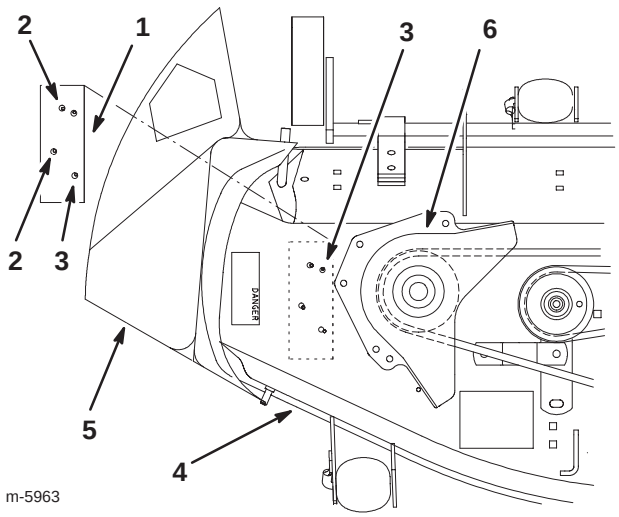

Bild 12
2. Entfernen Sie den vorhandenen Riemenschutz (Bild 12).
3. Legen Sie die Schablone Nummer 1 oben auf das Mähwerk und richten Sie die Schablone durch Ausrichtung mit den bestehenden Löchern im Mähwerk aus (Bild 12).
4. Stanzen Sie die zwei zu bohrenden Löcher in der Mitte und entfernen Sie die Schablone (Bild 12).
7. Montieren Sie den Riemenschutz (Bild 12).